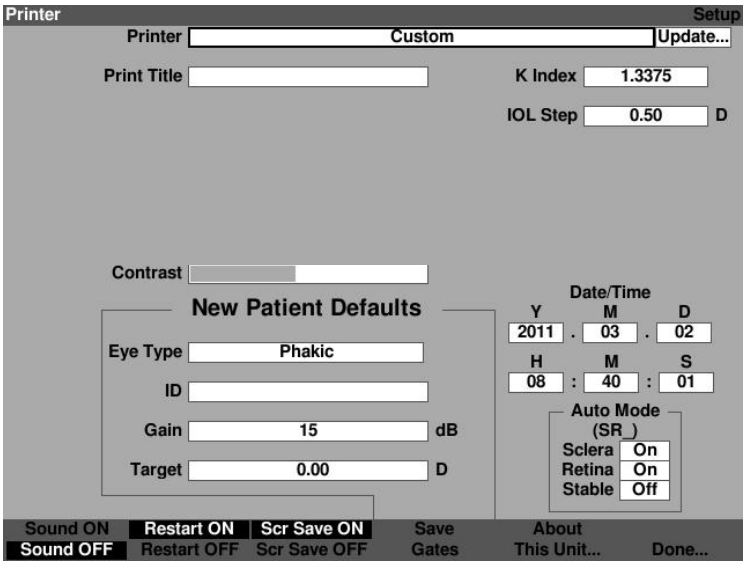

Figure 5-33 Custom Print Drivers Selected
14. Press the knob or the check mark to confirm selection of custom as shown in figure 5-33.